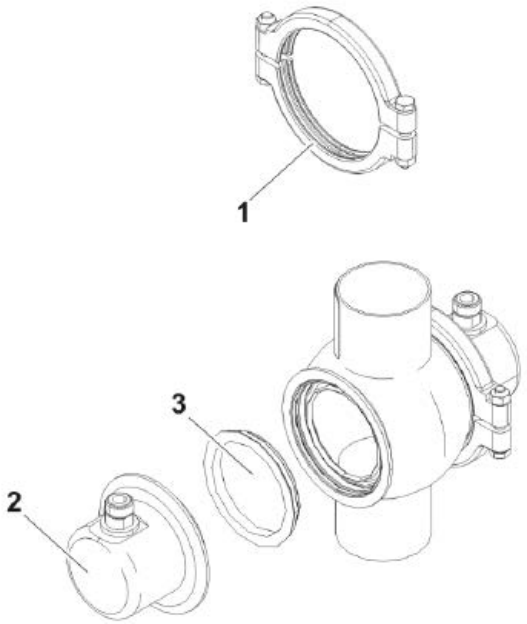

Abb. 5-1: Antenne und Mikrowellenfenster
- Schließen Sie das spannungsfrei geschaltete Netzkabel an die Klemmen 3(L1), 2(N) und 1(PE) an.
- Überprüfen Sie, ob sich der Testschalter (Netzunterbrechung) in Position „EIN" befindet (siehe Abb. 5-1).
1. Lösen Sie die Verschlussklammer (siehe Abb. 5-1, Pos. 1).
2. Entfernen Sie die Antenne (siehe Abb. 5-1, Pos. 2), das Mikrowellenfenster (siehe Abb. 5-1, Pos. 3) und die O-Ringe.